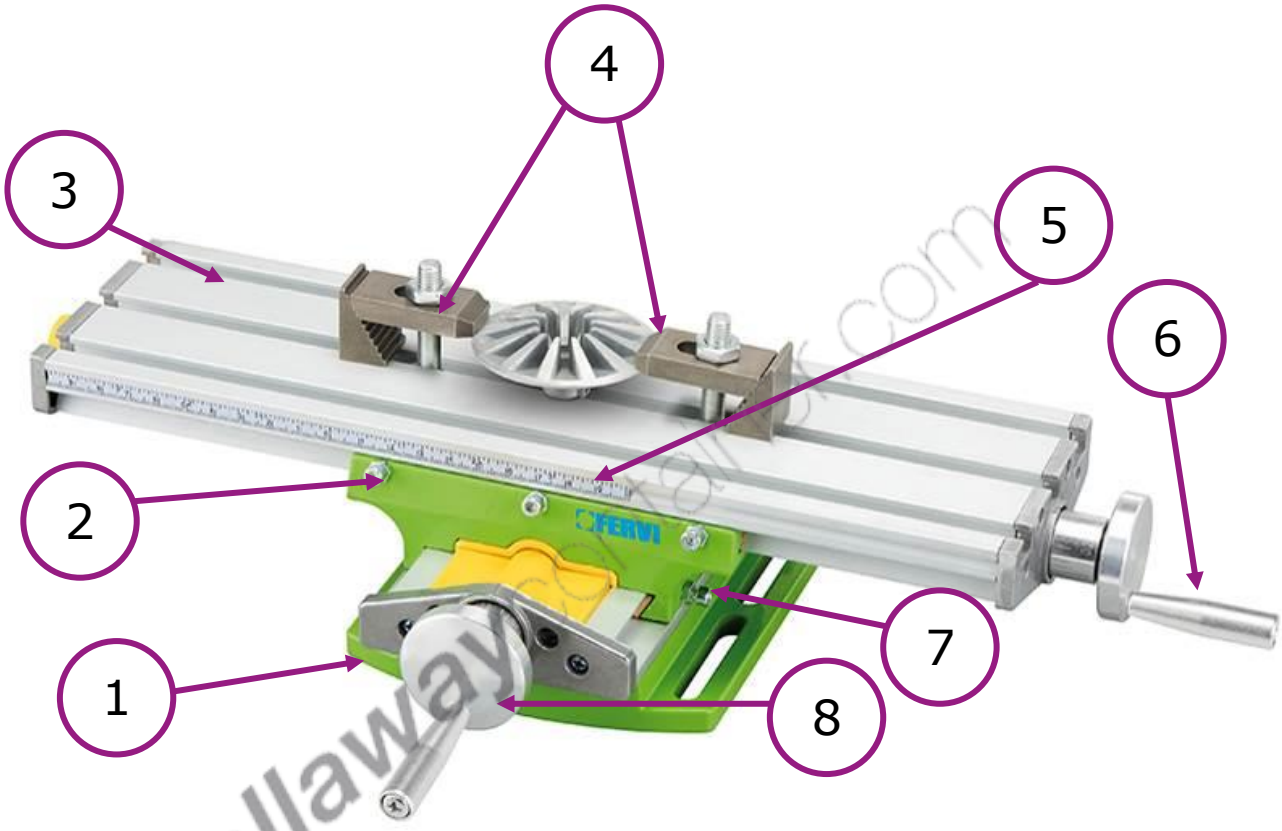

Figura 3 – Parti della Tavola.
2. Fissare il pezzo che si desidera lavorare per mezzo del kit di staffaggio (rif.4 Figura 3) dato in dotazione.
3. Posizionare la tavola nel punto in cui si vuole cominciare la lavorazione tramite i volantini di movimentazione (rif 6 e 8 Figura 3)
5. Se si ha necessità di lavorare su un solo asse, avvitare le brugole (rif. 2 e 7 Figura 3) dell'asse che si intende bloccare.
6. Per un maggiore precisione sulla lavorazione longitudinale, la tavola è fornita di una scala graduata (rif.5 Figura 3) con indicatore. Questa scala graduata è lunga in totale 200mm, e può essere spostata a destra o a sinistra a seconda della necessità.